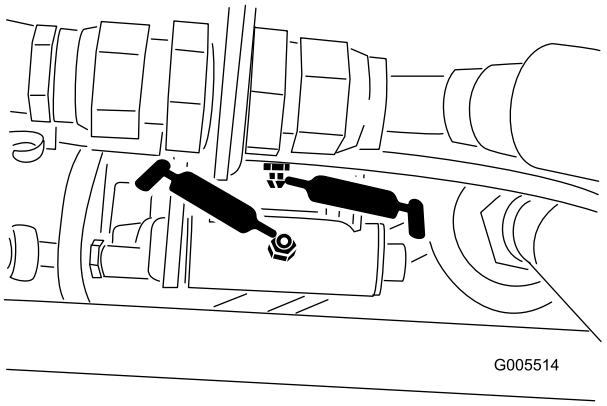
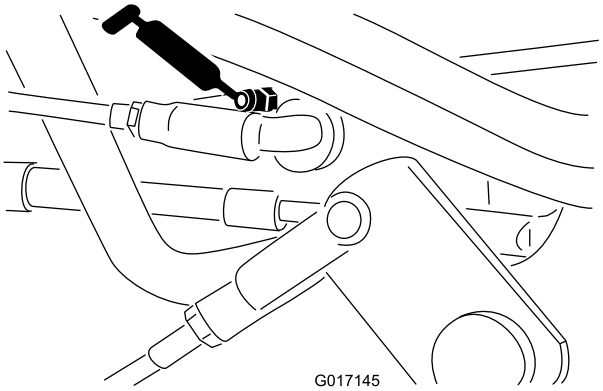

Figura 42
Figura 43
- Acoplamiento del selector de velocidad (Figura 42 y Figura 43)